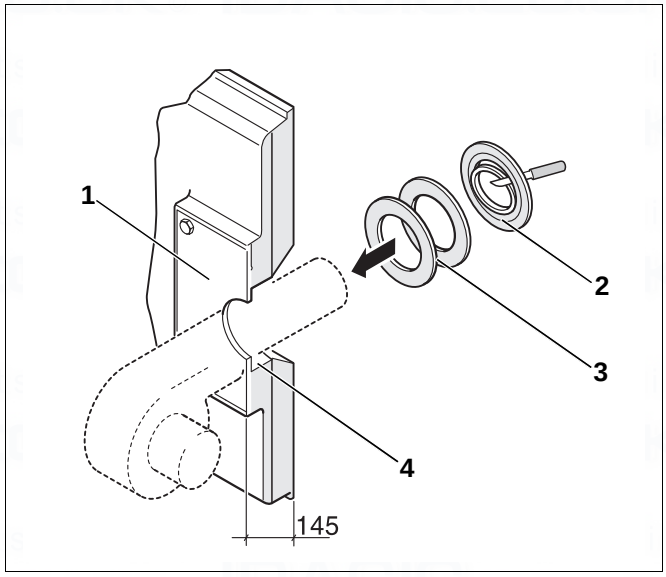

Fig. 66 Installing the burner (dimensions in mm)
- Drill or cut the burner plate (Fig. 66, [1]) to match the required blast tube diameter (max. dia. 270 mm).
- Cut out insulating rings to match the blast tube diameter (Fig. 66, [2]).
- Fill the remaining gap between the burner door lagging and the blast tube (Fig. 66, [4]) using the appropriate insulating rings (Fig. 66, [3]).